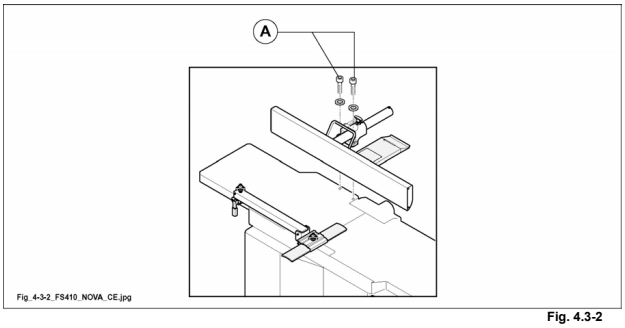

Fig. 4.3-2
- Posizionare il gruppo guida filo perpendicolare all'albero pialla e serrare le due viti (A fig. 4.3-2).